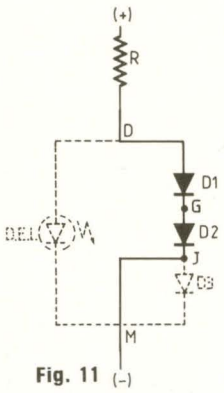

Fig. 11
– Déposons la liaison DM et plaçons-la entre J et M, ce qui nous amène au schéma de la figure 11. Deux diodes à jonction p-n, au silicium, se trouvent disposées en série. Si elles sont traversées par le courant elles offrent, chacune, une différence de potentiel de 0,7 volt entre anode et cathode, donc entre D et J nous avons une chute de tension de $(2 \times 0{,}7) = 1{,}4$ volt.
Mais il faut savoir que la diode électroluminescente standard, rouge, possède, comme toutes les diodes, une tension-seuil de conduction. Il faut que la tension présentée à ses bornes, entre son anode et sa cathode, dans ce sens-là, celui de la conduction, soit de 1,6 volt pour qu'elle soit conductrice, passante et pour qu'elle s'illumine. Les diodes D1 et D2, en série dans le circuit (figure 11) maintiennent entre D et J, donc entre D et M, puisque JM est un court-circuit, une différence de potentiel de 1,4 volt. La diode électroluminescente, qui a besoin de 1,6 volt pour conduire et s'allumer n'est alimentée que sous 1,4 volt... Pourquoi voulez-vous qu'elle s'illumine ?